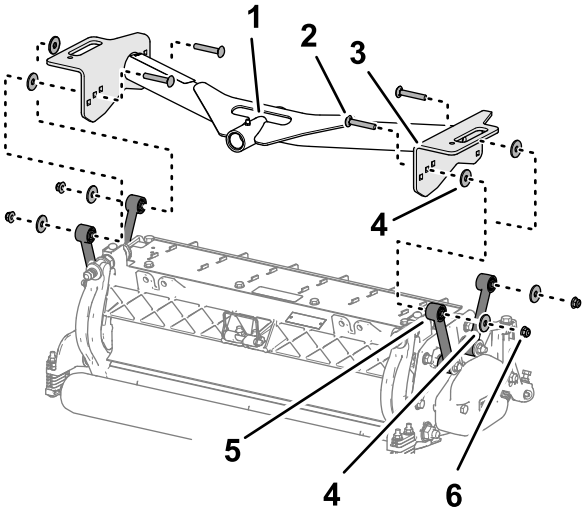

Figuur 17
1. Lijn de gaten in de platen van het voorste draagframe uit met de gaten in de bevestigingsplaten van de maai-eenheid (Figuur 17).
2. Lijn een ring uit tussen de draagplaat en de koppeling (Figuur 17) en monteer de platen en het afstandsstuk losjes met een slotbout (⅜" x 2¼"), ring en flensborgmoer (⅜").